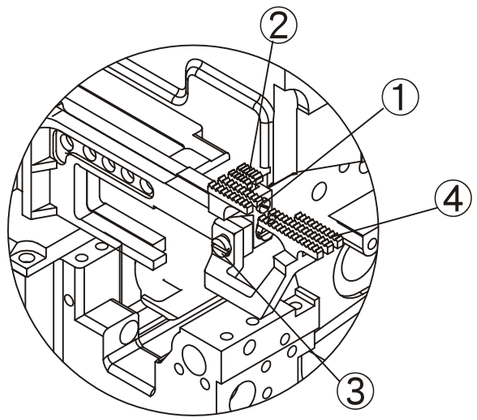

Fig. 9
1. Ajustar la altura del transportador dentado (Fig. 9)